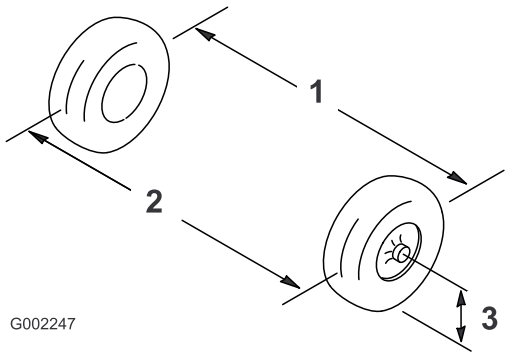

Figur 49
2. Mål afstanden mellem begge fordækkene ved akselhøjden ved både forsiden og bagsiden af fordækkene (Figur 49).